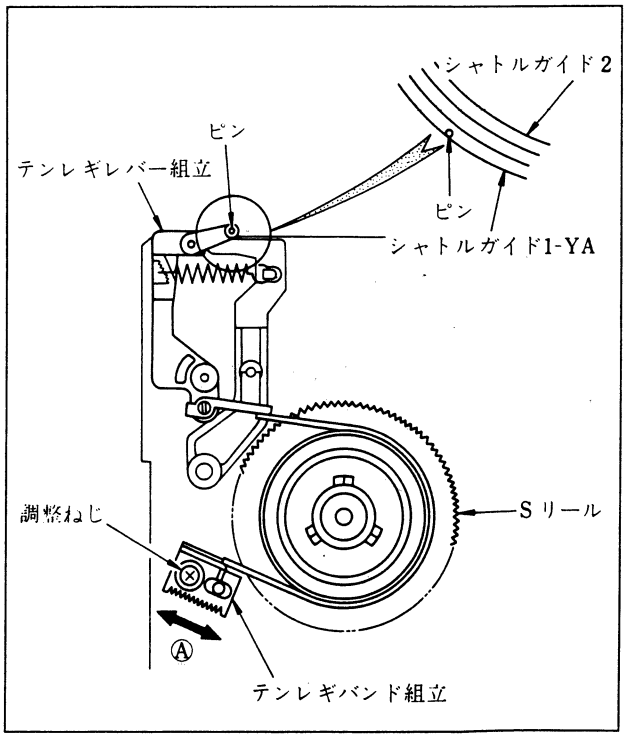

図3-30. テンレギレバー位置の調整
2) テンレギレバー組立のテープガイドピンが図3-30.のようにシャトルガイド1-YAの外周の内側に位置するように調整ねじをゆるめ，テンレギバンド組立を矢印Ⓐ方向に動かして調整する。